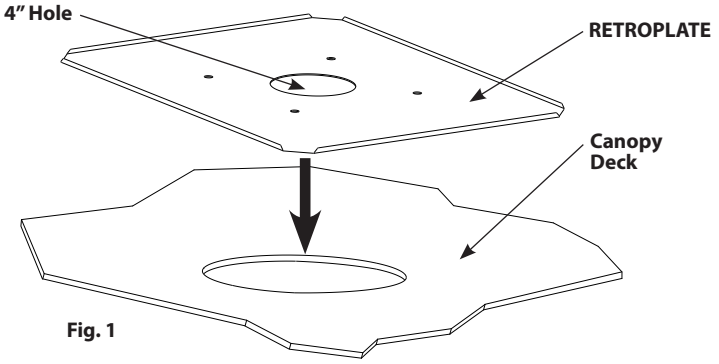

Fig. 1
1. Run silicone sealant around edges of the hole in **Canopy Deck** surface. Place **RETROPLATE** from above **Canopy Deck (Fig. 1).**